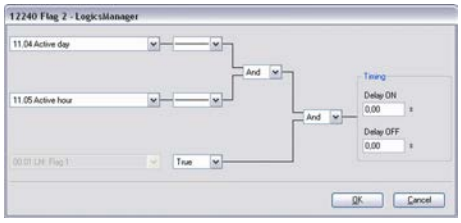

Fig. 178: LogicsManager function "Flag 2"
2. Configure the LogicsManager function "Flag 2" (parameter 12240 ↳ p. 376) as shown in (Fig. 178).